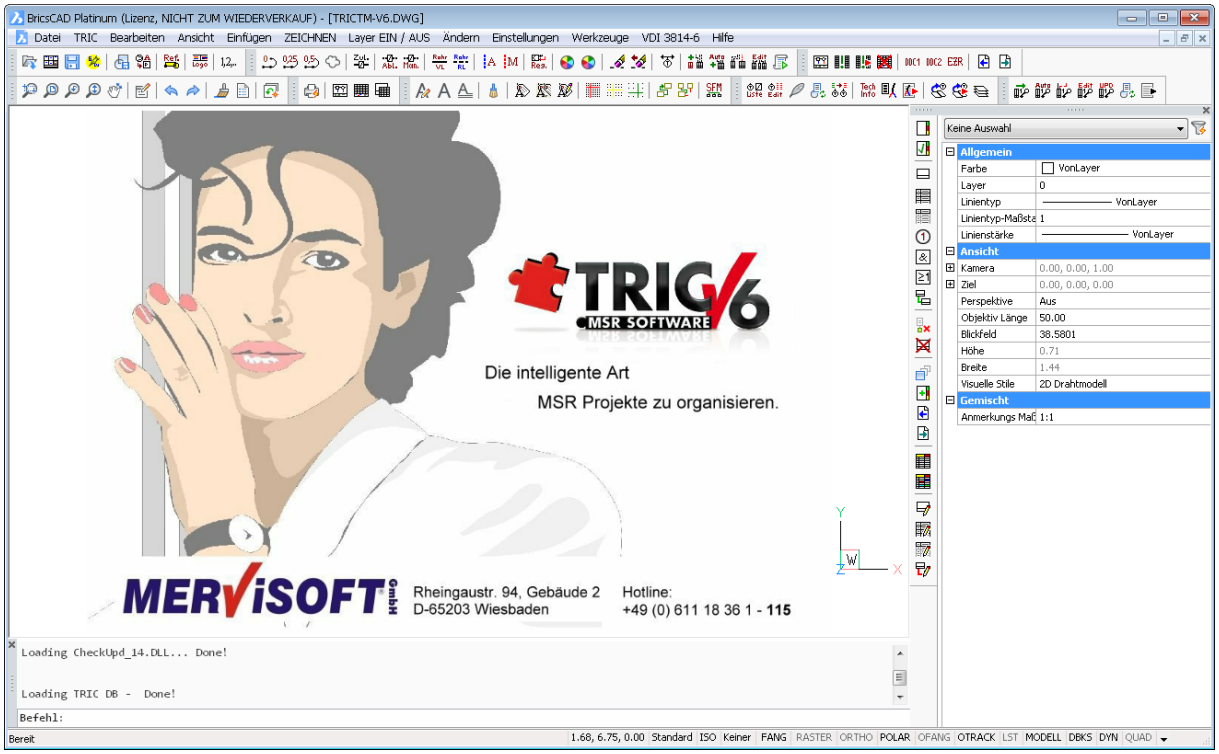

Bild 2.1 – Der Begrüßungsbildschirm von TRIC DB
- TRIC starten Sie über die entsprechende Desktop-Verknüpfung, z. B. *TRIC DB Access Lokal*, oder über den gleichnamigen Eintrag im Windows-Startmenü (Abb. 2.1).
TRIC begrüßt Sie automatisch mit dem Startbildschirm und dem Anwender-Login (Abb. 2.1). Die Anmeldung ist für die Nutzung zwingend erforderlich.